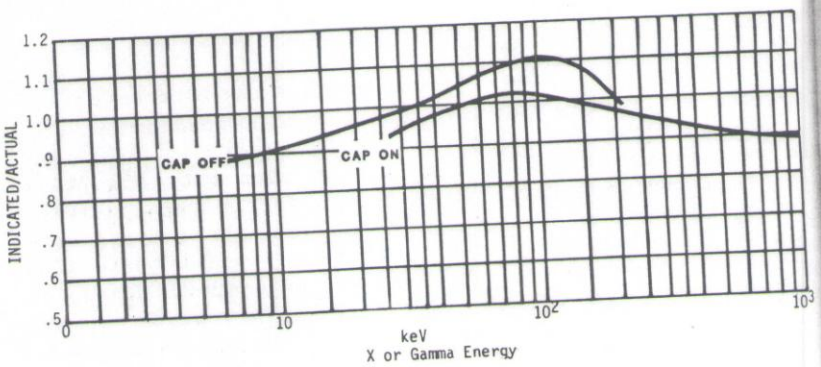

Figure 4. Energy Response Curve
4.1 Energy Dependence - Any ion chamber has a certain energy dependence. That is, holding the exposure rate constant, the chamber responds differently to different energy photons. The Model 471 has been calibrated at an effective energy of 662 keV from ^{137}Cs. The response is fairly energy dependent in the low energy region. For accurate usage at middle and high energy regions, the Energy Response Correction Curve must be used (Figure 4). Divide the meter reading by the value on the curve.